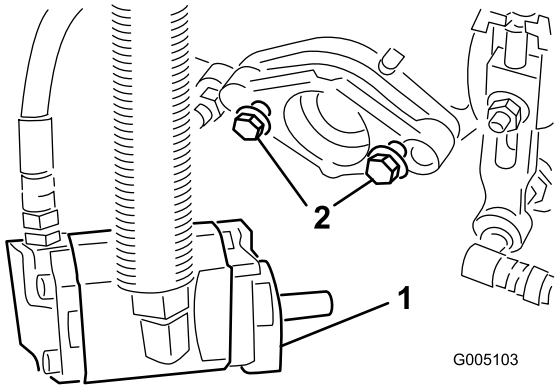

Figura 10
6. Asegúrese de que quedan aproximadamente 13 mm de rosca a la vista en cada perno de montaje del motor del molinete (Figura 10).
8. **Apriete los pernos de montaje** (Figura 10).